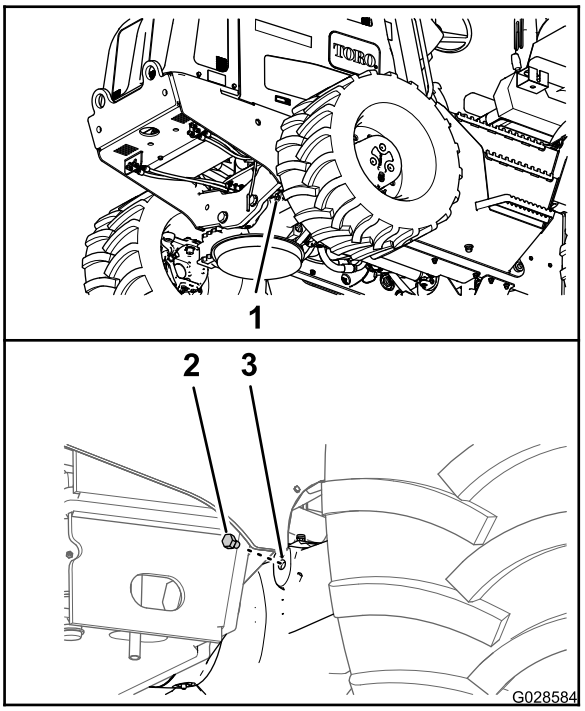
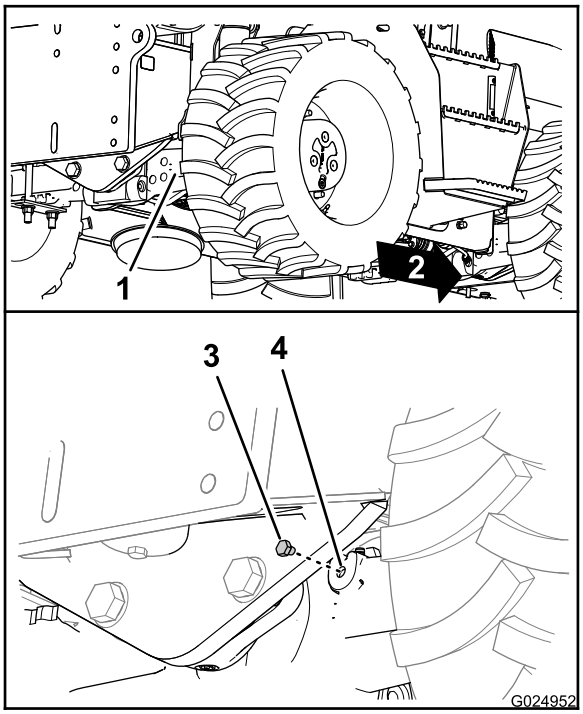

Рисунок 85
Рисунок 86
2. Отверните пробку смотрового отверстия картера ведущей шестерни моста (Рисунок 85 и Рисунок 86).
3. Посмотрите сквозь смотровое отверстие и убедитесь, что уровень масла находится на нижней части резьбы отверстия (Рисунок 85 и Рисунок 86).
6. Заверните пробку в смотровое отверстие картера ведущей шестерни моста (Рисунок 85 и Рисунок 86).